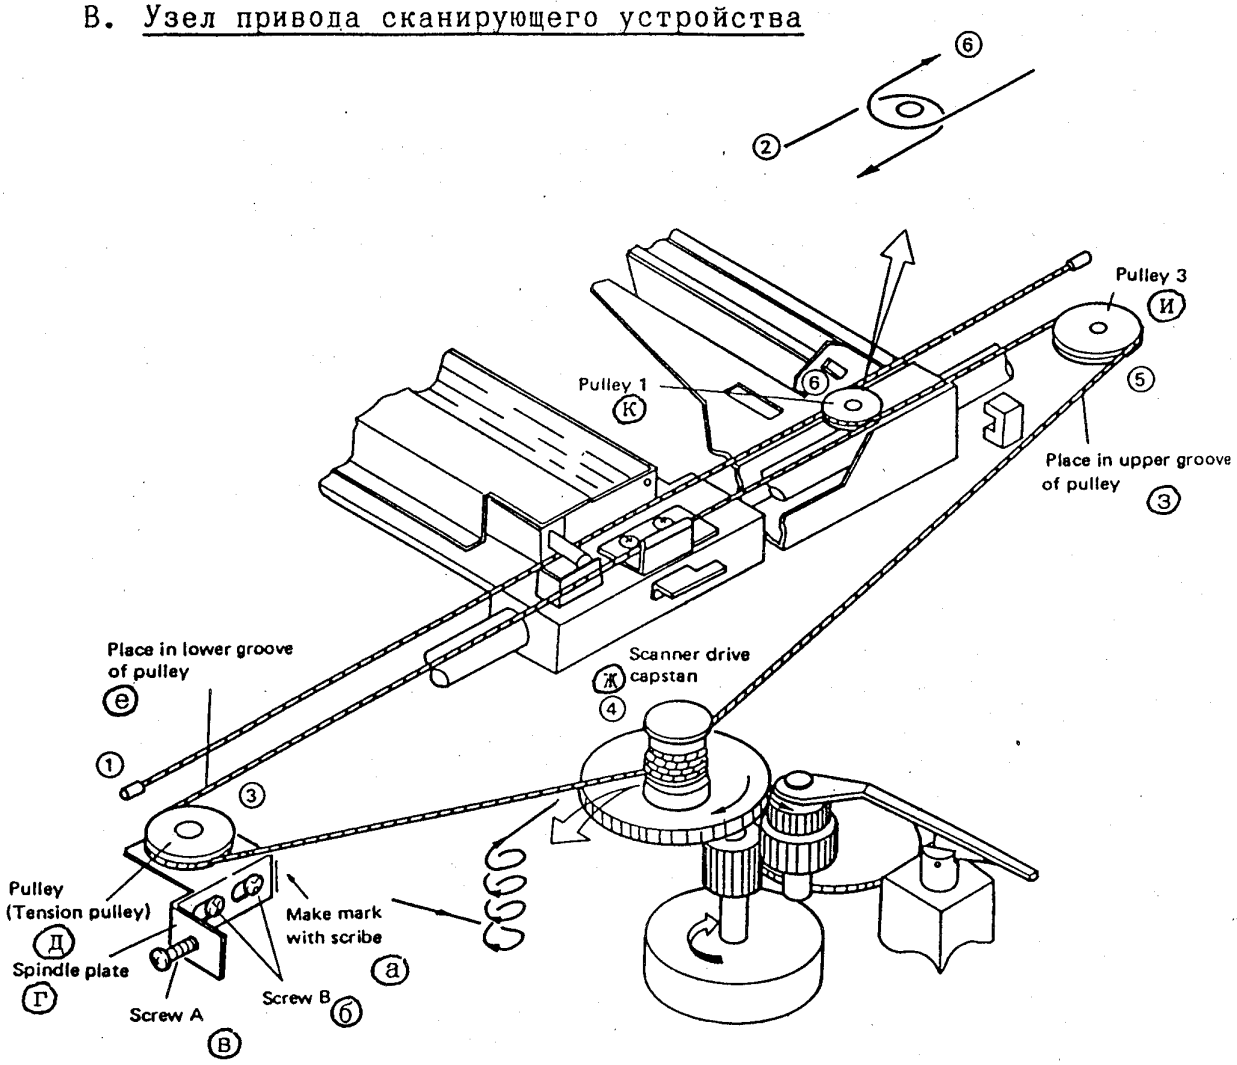

Рис. 4-13
1) Натянуть трос привода сканирующего устройства в порядке, показанном на рис. 4-13.